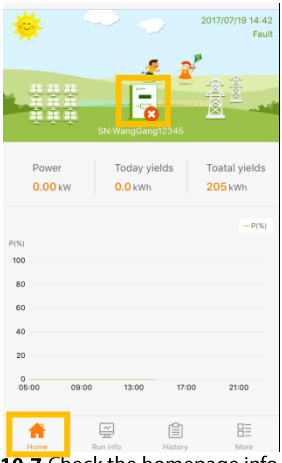

Fig. 10-7 Check the homepage info
Step 2 The homepage with the power, power yields, and real-time alarm info will appear as shown in Fig. 10-7.